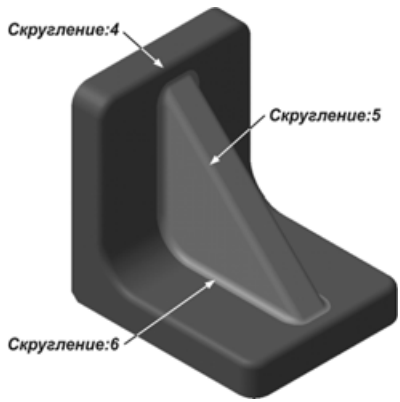

Рис. 6.106
- После построения ребра жесткости, дополнительно постройте три элемента скругления радиусом 2 (рис. 6.106).